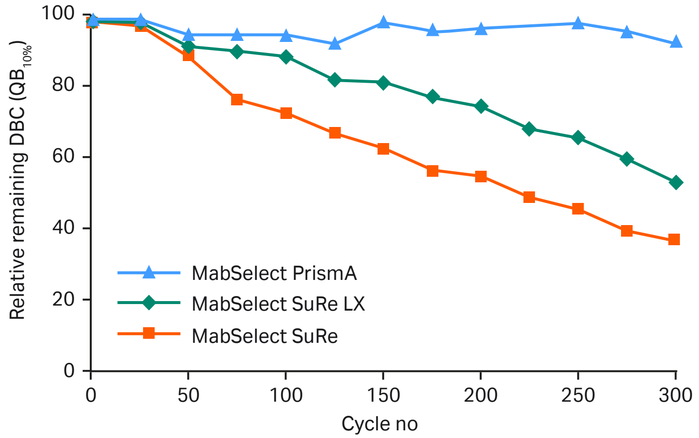
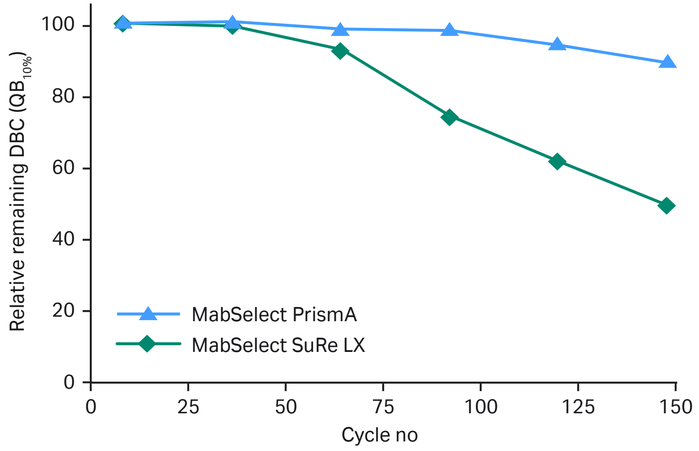

Fig 4.3. Relative remaining capacity ($QB_{10\%}$) for 300 cycles, including CIP with 0.5 M NaOH for 15 min/cycle.
Fig 4.4. Relative remaining capacity ($QB_{10\%}$) for 150 cycles, including CIP with 1.0 M NaOH for 15 min/cycle.
We have evaluated the lifetime performance of MabSelect PrismA during repeated CIP cycles (5). The lifetime study with antibody-containing sample demonstrated that the dynamic binding capacity and performance of MabSelect PrismA in terms of mAb elution pool volume and purity are stable over the 100 purification cycles. CIP was performed using 0.5 M NaOH at a contact time of 15 min after each cycle (Fig 4.2). The lifetime study shows that MabSelect PrismA can withstand a NaOH concentration of 0.5 M for 300 cycles (Fig 4.3), and a NaOH concentration as high as 1.0 M for 150 cycles (Fig 4.4). The results show that the protein A ligand of MabSelect PrismA is stable and that it withstands repeated and effective CIP procedures with high concentrations of NaOH as cleaning agent over a long resin working life.